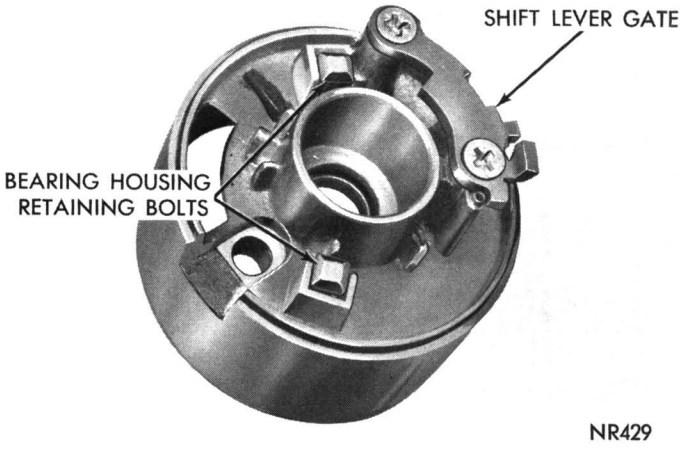

Fig. 10—Shift Lever Gate Installed
(10) If shift lever gate requires replacement (Fig. 10), remove the two attaching screws and separate gate from bearing housing.
(1) Install column holding fixture and clamp column in a vise with both ends of column accessible.
(2) Coat spring washer with grease and install on lower hub of gearshift housing. Position gearshift housing on the jacket.
(3) Install two bearing housing retaining bolts (Fig. 10) and start nuts about three turns.